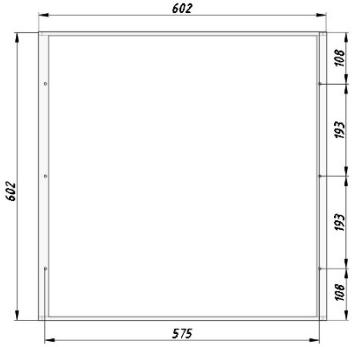
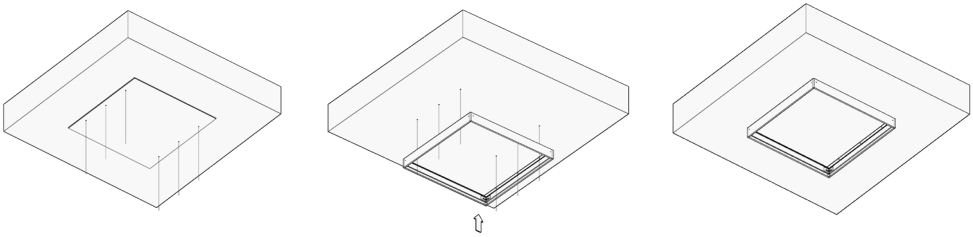

Рисунок 8 – Чертеж для разметки установочных отверстий рамки для накладного монтажа.
Рисунок 10 – Использование шаблона для разметки установочных отверстий.
5.5.2. Наружные габариты собранной рамки **602x602x65 мм**. Разметьте на монтажной поверхности места расположения отверстий. Для этого можно использовать чертеж (рис.8), либо изготовить шаблон (рис.10). Подготовьте отверстия. **Обратите внимание, что вывод питающего кабеля из потолка должен находиться внутри границ рамки. В случае, если необходимо завести кабель сбоку рамки, требуется просверлить отверстие соответствующего диаметра в верхней трети стенки. Сверлить можно только стороны, не используемые для установки/снятия светильника.**